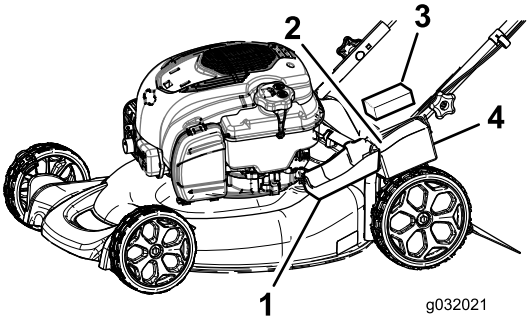

**Figur 29**
1. Snäpp upp batteriluckan och ta bort den (Figur 29).